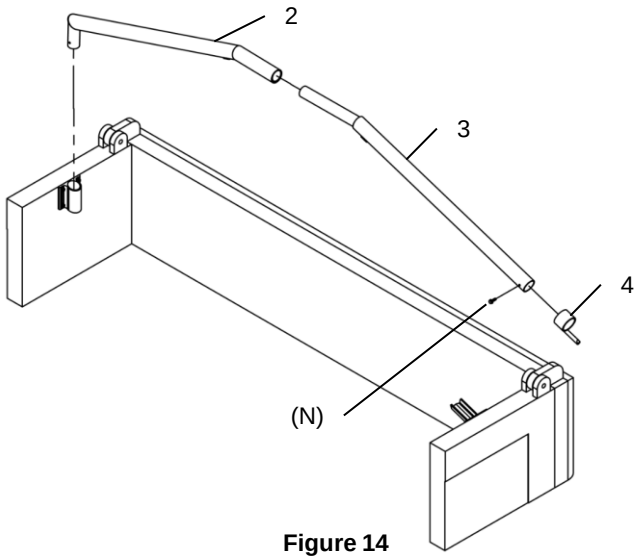

Figure 14
4. **Figure 14.** Install the first cross-bow section (2) in the cross-bow pivot and slide-in the second section (3).
5. Slide-in the locking collar (4) on the cross-bow and install the locking screw (N).